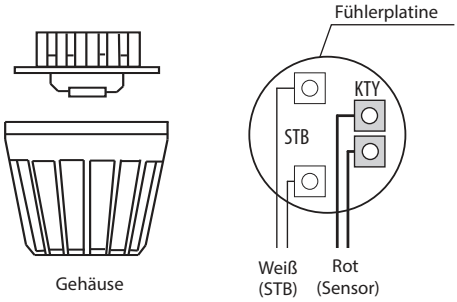

Abb. 10
3. Führen Sie die Fühlerkabel durch das gebohrte Loch und schließen Sie die Fühlerleitung gemäß Abb. 10 an.
4. Die Leitungen für den Begrenzer (weiß) und den Temperaturfühler (rot) gemäß Abb. 10 an der Fühlerplatine anklemmen: Die Fühlerplatine anschließend in das Gehäuse einrasten.